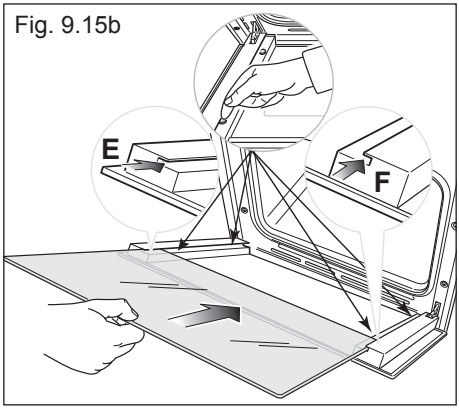
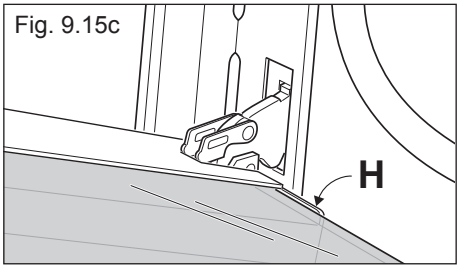

Fig. 9.15b
Fig. 9.15c
IMPORTANT: It is advisable, while refitting the glass, to keep pressed in position the four rubber pads "**D**", by a finger, to avoid breakage or slippage of the rubber pads themselves (fig. 9.15b).
- Insert the pane in the left "**E**" and right "**F**" slide guides (fig. 9.15b), and gently slide it to the retainers "**H**" (fig. 9.15c).